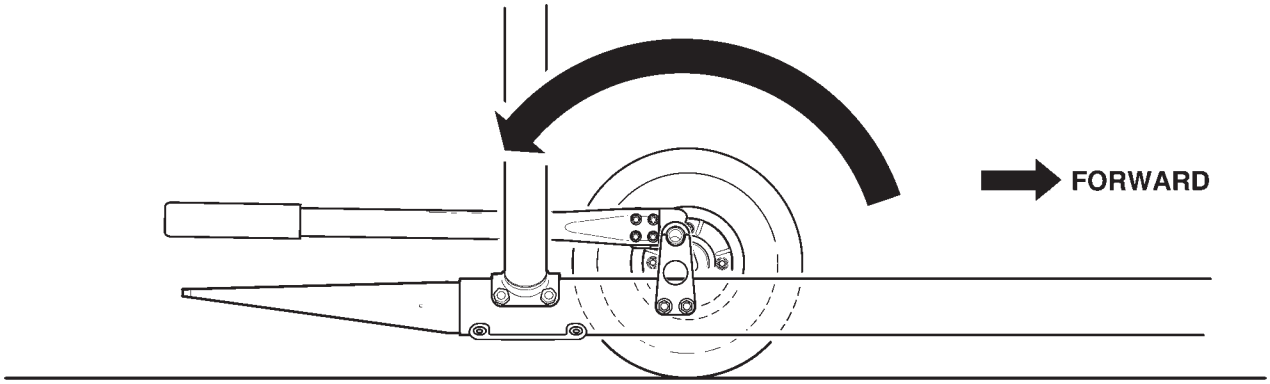

FIGURE 1-3 GROUND HANDLING WHEELS (LEFT SKID SHOWN)
1. Refer to Figure 1-3. Hold ground handling wheel assembly outboard of skid with handle left, wheel right, and spindle pointed inboard. Insert spindle completely into skid-mounted support, then pull handle in rightward arc (raises helicopter) until handle is in locked position, parallel with the skid.
1. Refer to Figure 1-3. Pull ground handling wheel handle in leftward arc (lowers helicopter) until handle is in unlocked position, parallel with the skid. Remove spindle from skid-mounted support and remove wheel assembly.